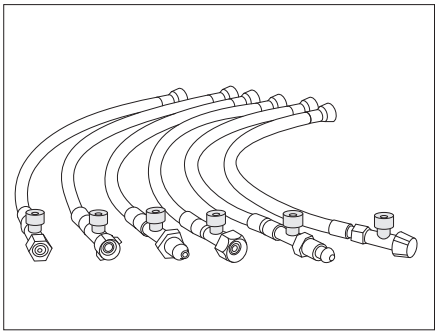

Fig. 83 High-pressure hoses with hose break guard (country-specific variants)
- ■ Firmly press the green button at the high-pressure hose (Fig. 83).